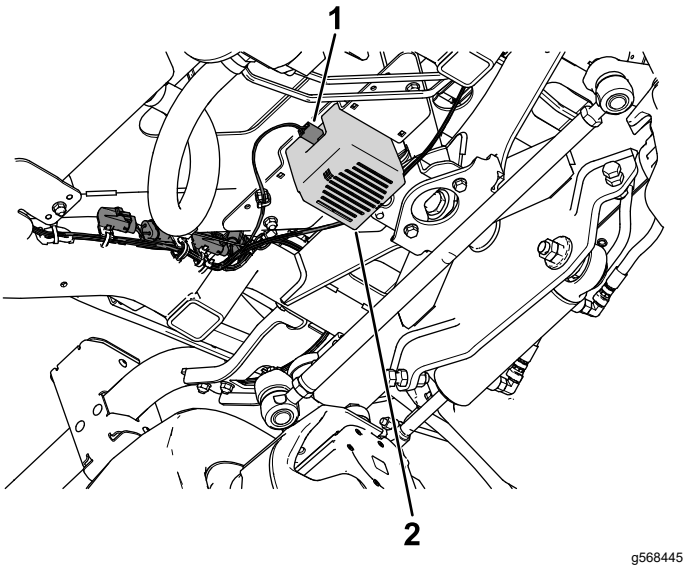

Figur 29
5. Før ledningsnetstikket mærket HORN (P13) til hornet. Slut ledningsnettet til hornet (Figur 29).